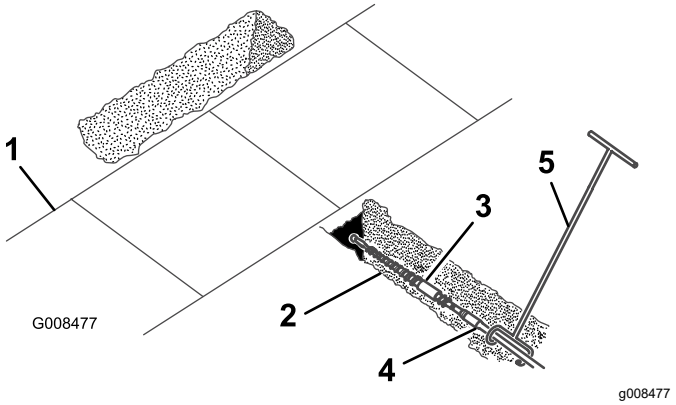

Figure 5
4. Accouplez l'outil de guidage à la tige, juste derrière le trépan (Figure 5).
5. Demandez à la personne chargée de guider le trépan de se placer sur le côté droit de la tranchée (Figure 5), mettez le moteur en marche, placez le levier sélecteur de pompe sur LENT (groupes de déplacement séries 200 et 300 seulement), placez la commande d'accélérateur à mi-course entre les positions BAS RÉGIME et HAUT RÉGIME, et tirez le levier de commande hydraulique en arrière pour démarrer la rotation en avant du trépan.
6. Faites avancer lentement le groupe de déplacement pendant que la personne munie de l'outil de guidage guide le trépan dans le sol (Figure 5).